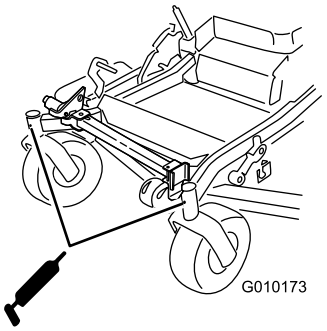

Figur 46
9. Fjern fedtniplen fra hullet. Monter den sekskantede prop og støvhætte (Figur 46).